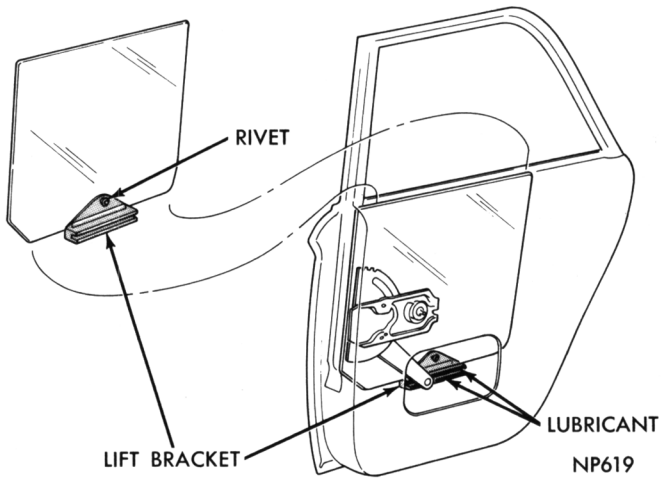

Fig. 27—Rear Door Glass Replacement—Sedan
(1) Loosen window track adjusting nuts (Fig. 27) and remove glass from run channels.
(2) Remove regulator arm from lift bracket channel.
(3) Remove glass from door.
(4) Remove lift bracket from glass.